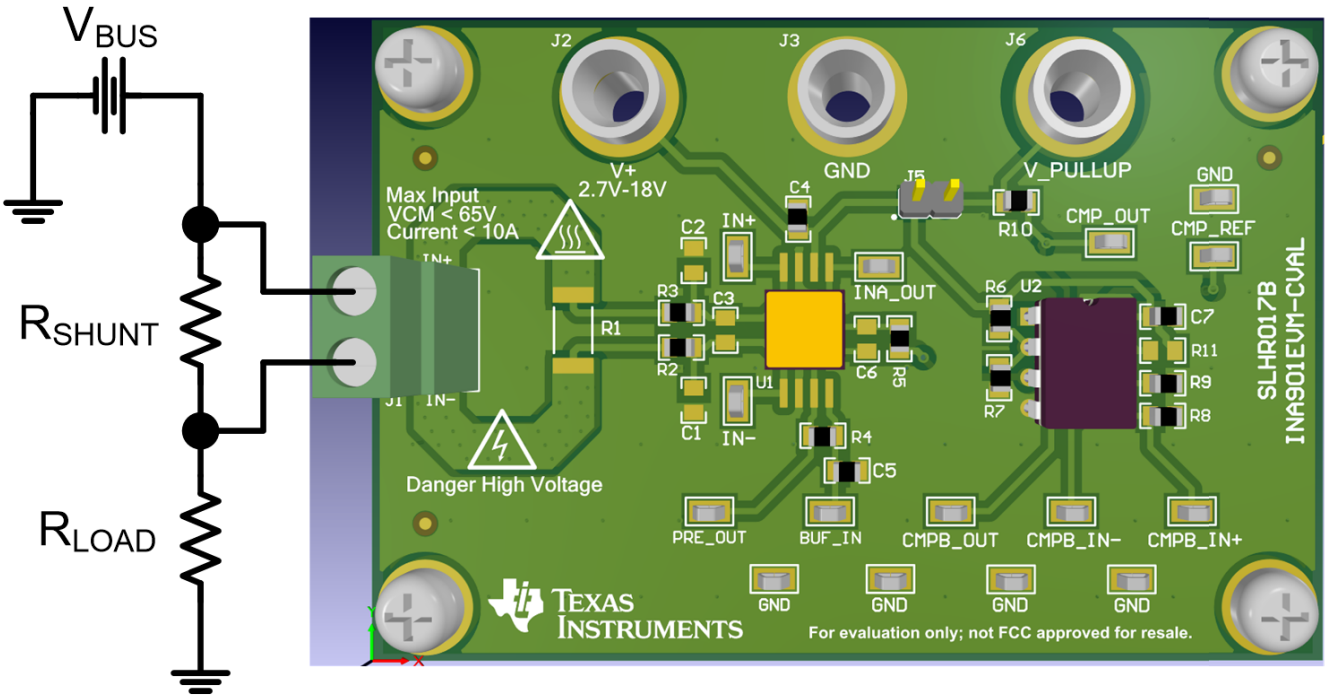

Figure 2. High-Side Setup Using An External Shunt Resistor
Step 2. Connect the positive and negative terminals of J1 with the load and bus voltage sources while powered off. Figure 2 shows the correct connections for a high-side application using this method. Ensure that you make the connections such that the sensing location is directly across the shunt, and there will be no high current on the sensing path. See *TI Precision Labs - Current Sense Amplifiers: Shunt Resistor Layout* for additional information.